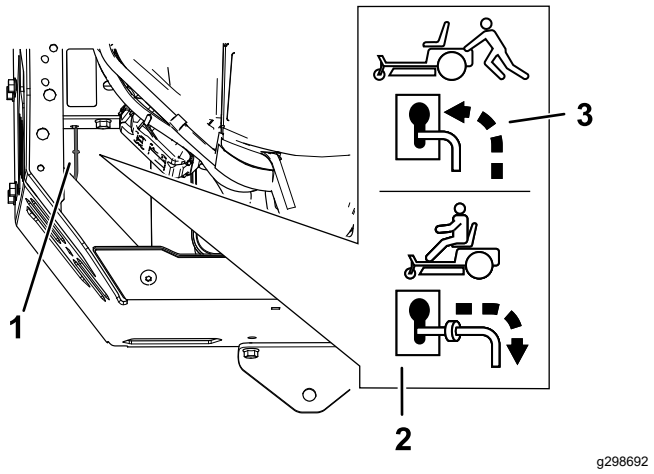

Figura 37
4. Deplasai manetele de bypass spre faă i în jos prin orificiu pentru a le bloca (Figura 37).
Deplasai manetele de bypass spre spate i în jos prin orificiu pentru a le bloca, conform ilustraiilor din Figura 37.